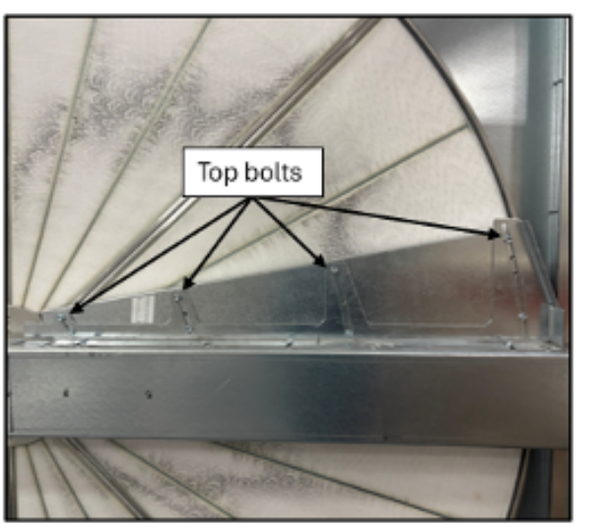

Figure 8a Remove top bolt in each slot.
1. Remove all top bolts in each slot on the front face of the purge, Figure 8a. Set aside for use in a future step.